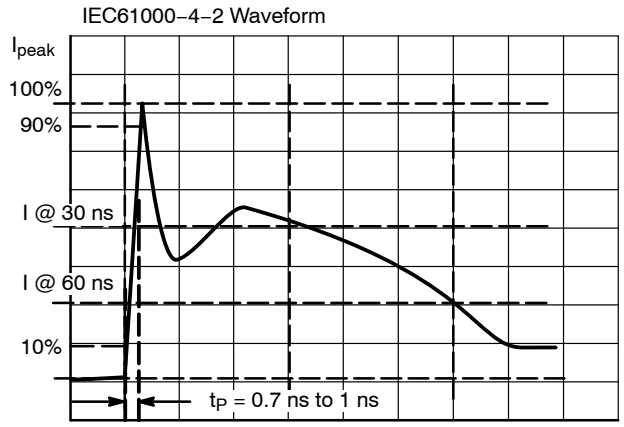

Figure 5. IEC61000−4−2 Spec
2. For test procedure see Figures 5 and 6 and application note AND8307/D.